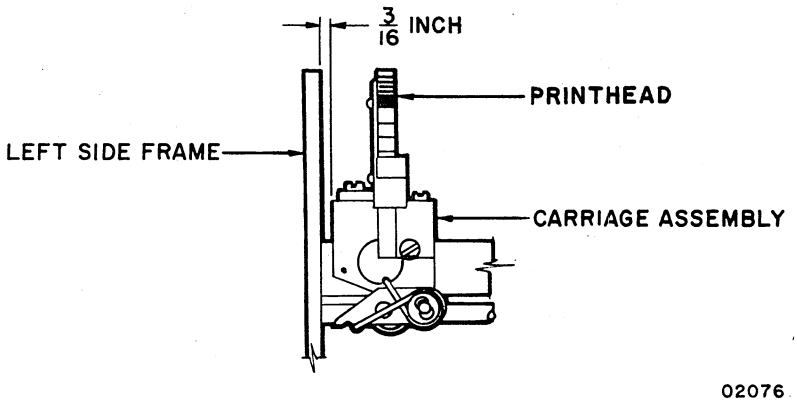

Figure NIP5. Printhead Home Position
16) If adjustment is required, loosen one (center) slotted-head screw and one socket-head screw to permit adjustment of slew LED block (see figure NIP5). Turn slotted-head eccentric and adjust slew block position until requirement of step 15 is met. Tighten two screws.